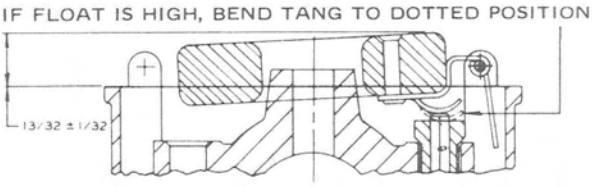

Figure 8. Float Level Adjustment
1. Adjust float level by bending inlet needle contact tang. Correct float level measurement is 13/32 ± 1/32" from body casting surface to bottom of float when body assembly is held upside down. (Figure 8)